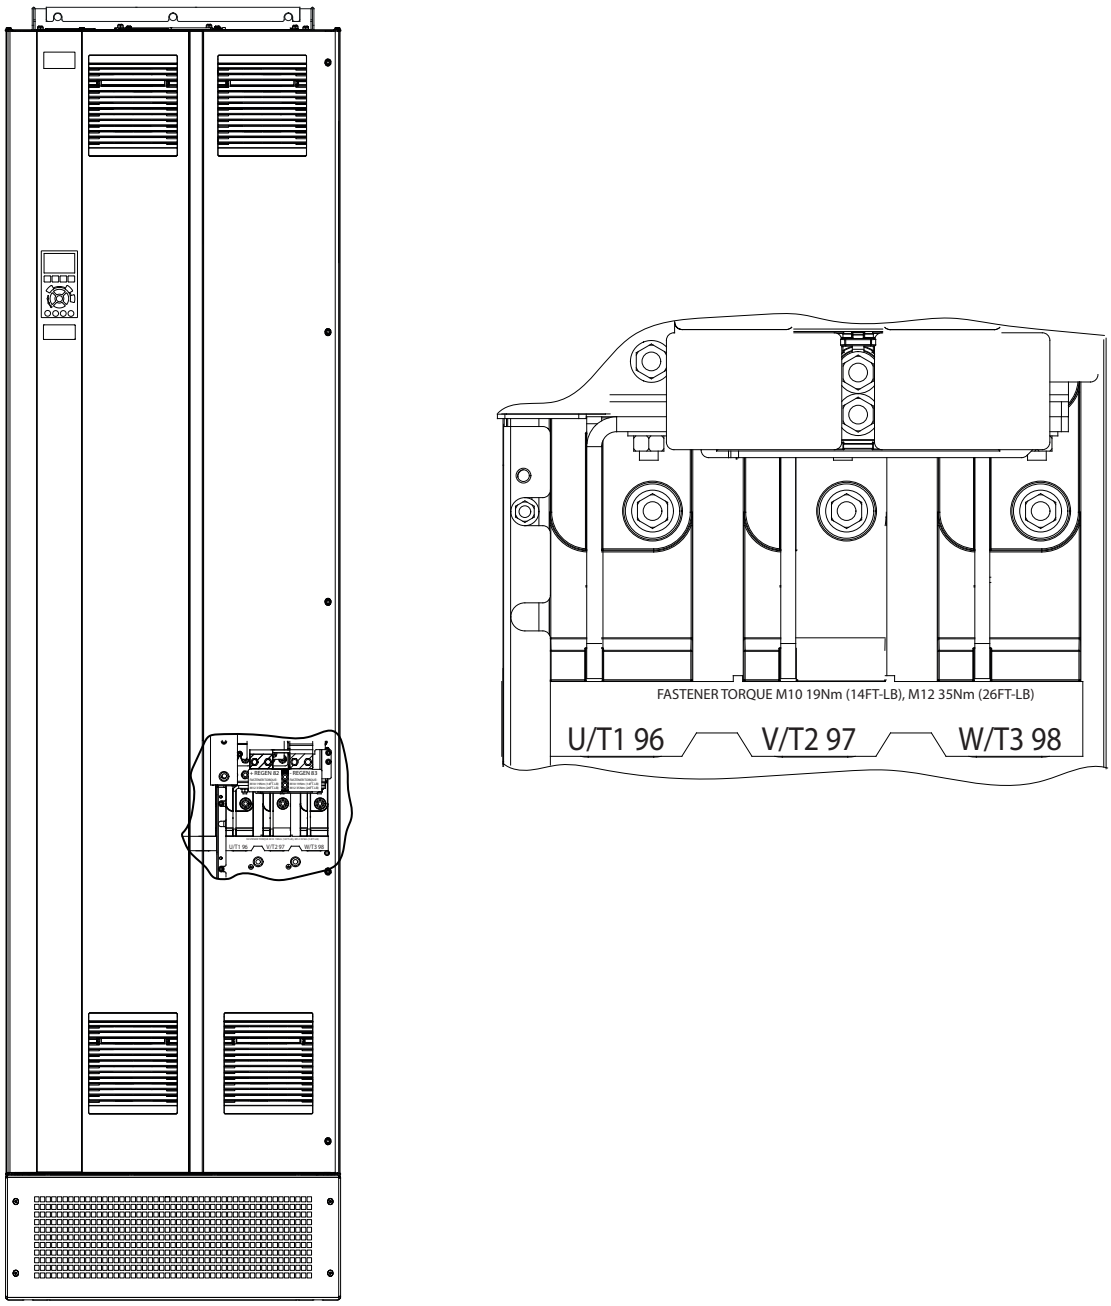

图 5.3 交流电机端子（所示为 E1h）。有关端子的详细视图，请参考*章 5.7 端子尺寸*。
4. 将三相电机线路连接到端子 96 (U)、97 (V) 和 98 (W) 上，如*图 5.3* 所示。